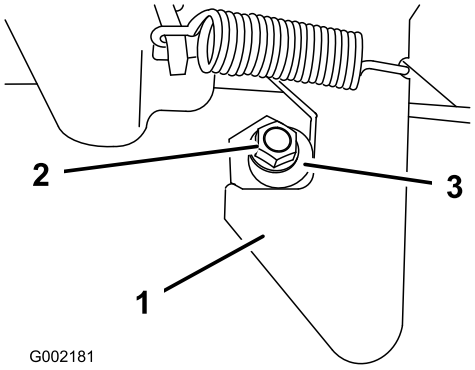

**Figur 16**
1. Lossa den mutter som sitter tätt mot spärrstiftet (Figur 16).
2. Vrid spärrstiftet medsols tills det sitter tätt mot spärrhaken, och dra sedan åt muttern (Figur 16).